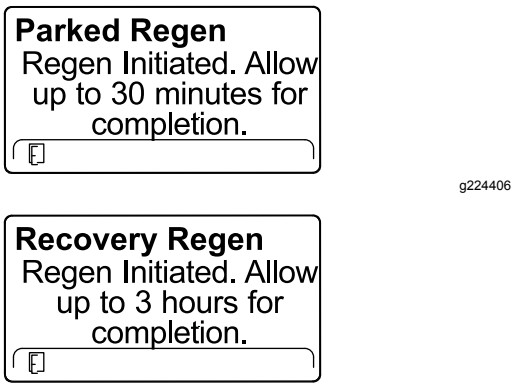

Figur 61
6. InfoCenter viser tid for å fullføre meldingen (Figur 61).